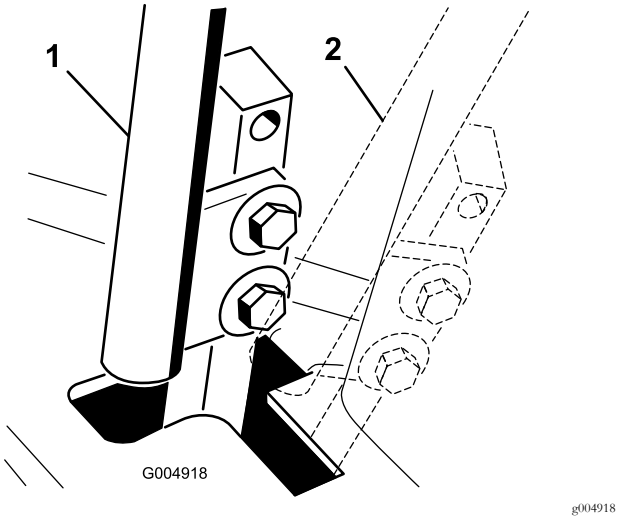

Figur 55
4. Flytt kontrollspaken til den NØYTRALE, men **ikke den låste** stillingen (Figur 55).
6. Kontroller hvor det er mulig at kontrollspaken treffer hakket i konsollen (Figur 55).